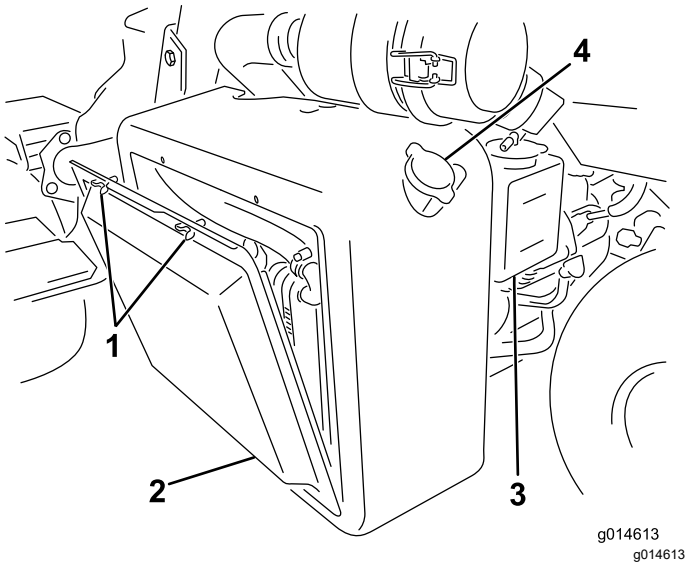
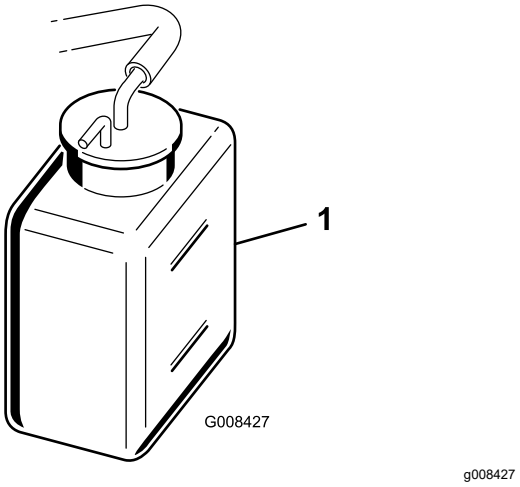

Figur 40
Figur 41
1. Ta bort kylargallret (Figur 40).
2. Kontrollera kylvätskenivån (Figur 40 och Figur 41).